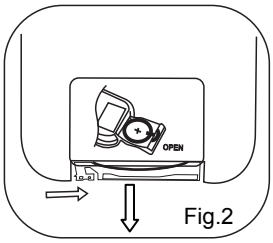

Fig.2
- Pull out the battery holder as Fig.2.